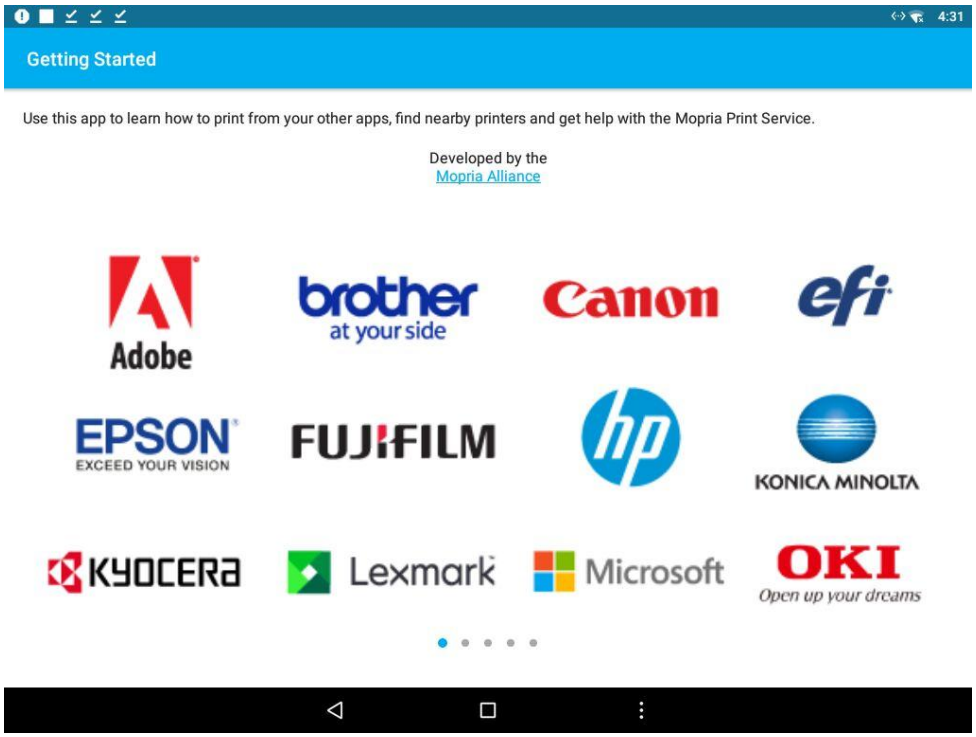
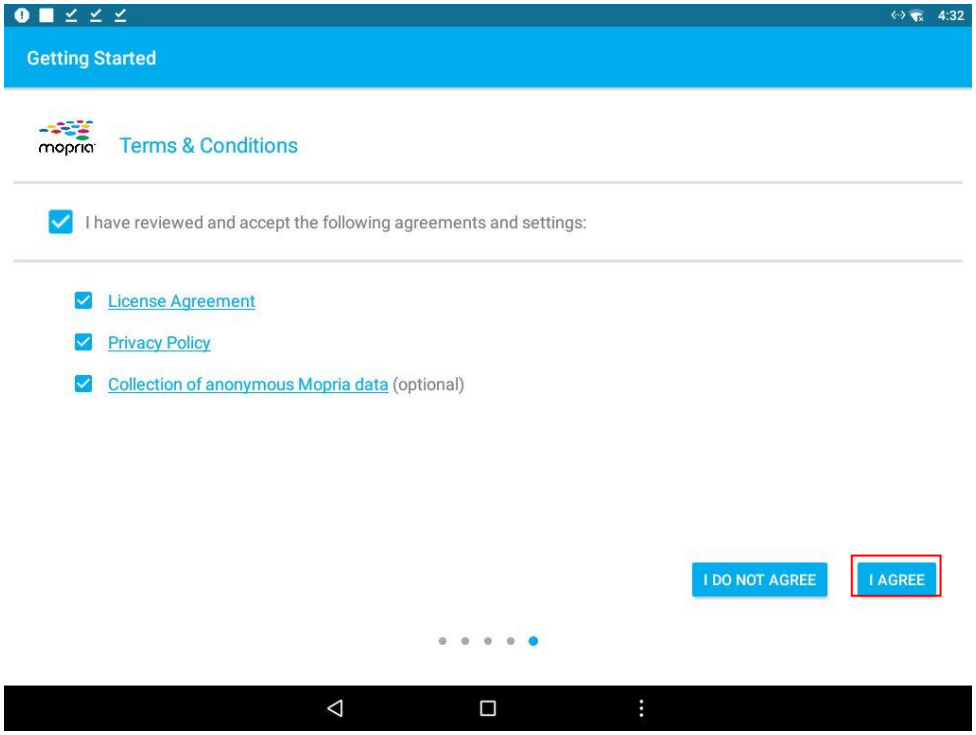

Figure 6
Figure 7
3、Open the installed printing software, as shown in Figure 6. Go to the last page and check "Agree" license agreement and privacy policy. Click "I agree" to start using the software, as shown in Figure 7.